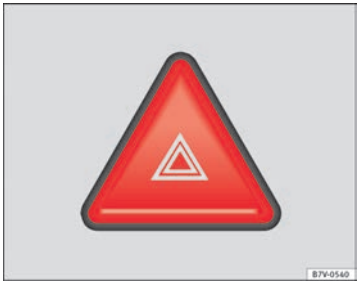

Fig. 125 Dash panel: Button to switch on and off the hazard warning lights system.
2. Turn on the hazard warning lights system with the button ⇒ fig. 125.